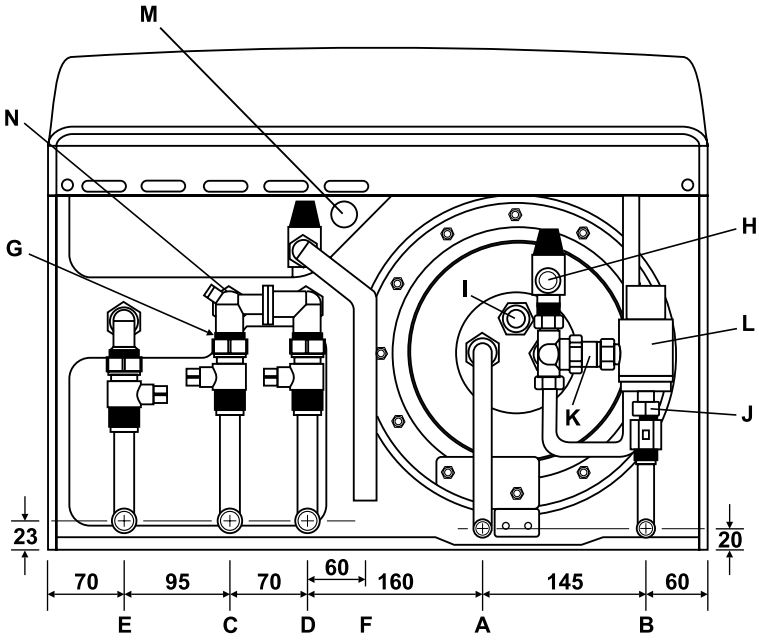

**Fig. 12**
### *4.5 CONNECT THE PIPEWORK - Fig. 12*
2. Open the central heating flow and return valves (slot in-line with valve) (see Fig. 12).
8. Open the mains water inlet valve (see Fig. 12). Thoroughly flush out the hot water system by turning on all hot water taps and allow water to flow until no air is present, this will automatically vent the store of air. Turn off taps and close the mains inlet vlave.
9. Drain the store, using the drain point (I in Fig. 12), to flush any debris that may have collected in the store. Re-fill and vent the system as described above.